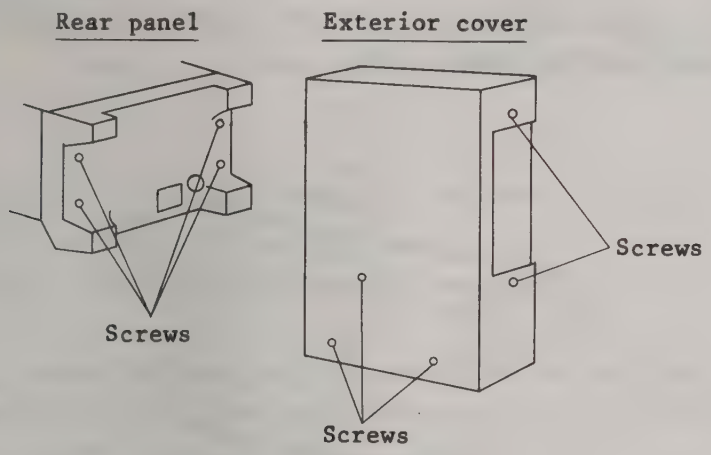

Fig. 4-38 Rear panel and exterior cover securing screws
1. Remove the four screws securing the rear panel and five screws holding the exterior cover shown in Fig. 4-38.